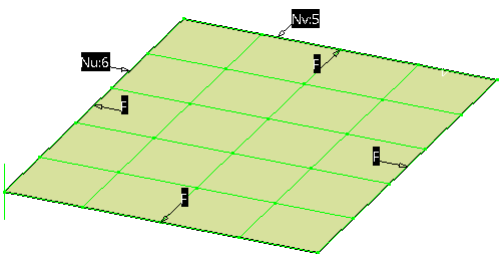
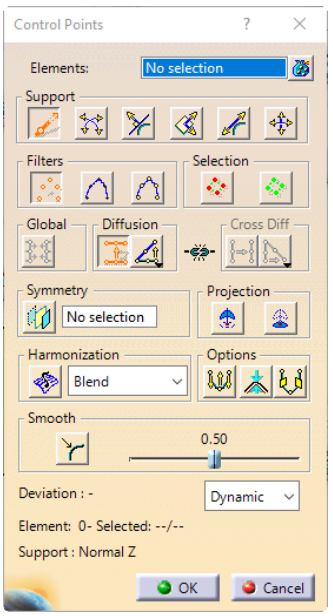

Figure 18-58 *The surface after choosing the* ***Control Points*** *tool*
Figure 18-59 *The* ***Control Points*** *dialog box*
1. Select the planar patch on the surface and then choose the **Control Points** tool from the **Shape Modification** toolbar; the surface is displayed, as shown in Figure 18-58. Also, the **Control Points** dialog box is displayed, as shown in Figure 18-59.